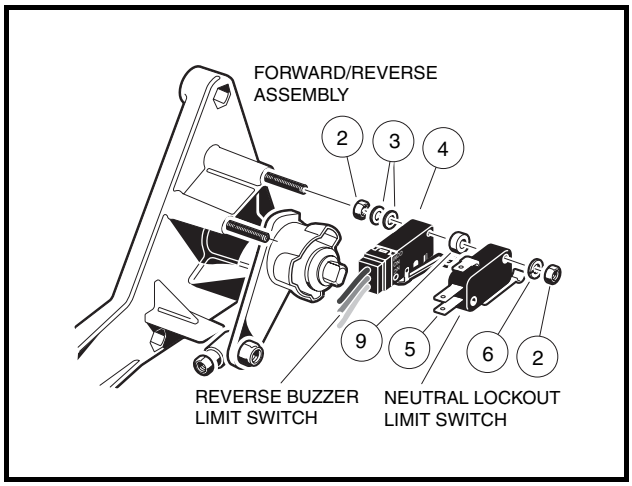

Figure 12-19 Neutral Lockout and Reverse Buzzer Limit Switches
2. Disconnect the wires from the neutral lockout limit switch (5) located on the back of the Forward/Reverse shifter assembly **(Figure 12-19, Page 12-19)**.
3. Remove two nuts (2) and washers (6) from the neutral lockout limit switch (5) and slide the neutral lockout limit switch off of the screws.
1. Install the neutral lockout limit switch (5) with two washers (6) and two nuts (2) **(Figure 12-19, Page 12-19)**. Tighten to 5 in-lb (0.6 N·m). Place the Forward/Reverse handle in REVERSE to make sure that both switches actuate. **See following CAUTION.**
2. Disconnect the wires from the reverse buzzer limit switch (4) located on the back of the Forward/Reverse assembly **(Figure 12-19, Page 12-19)**.
3. Remove the nuts (2) and washers (6) from the neutral lockout limit switch (5) and slide the neutral lockout limit switch off of the screws. Do not disconnect the wires.
4. Remove the spacers (9) from the reverse buzzer limit switch (4) and slide the reverse buzzer limit switch off the screws.
1. Install the reverse buzzer limit switch (4), and then install two spacers (9) against the limit switch **(Figure 12-19, Page 12-19)**.
2. Install the neutral lockout limit switch (5) with two washers (6) and two nuts (2). Tighten to 5 in-lb (0.6 N·m). **See following CAUTION.**
4. Connect the orange wire to the common (COM) terminal and the red/white wire to the normally open (NO) terminal of the reverse buzzer limit switch (4) **(Figure 12-19, Page 12-19)**.